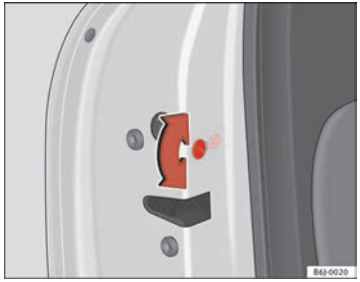

Fig. 40 Seguro para niños de la puerta izquierda
– Con la puerta abierta, gire la ranura con la llave del vehículo en sentido anti-horario para puertas izquierdas ⇒ fig. 40 y horario para las puertas derechas.
– Con la puerta abierta, gire la ranura con la llave del vehículo en sentido anti-horario para puertas derechas y horario para las puertas izquierdas ⇒ fig. 40.